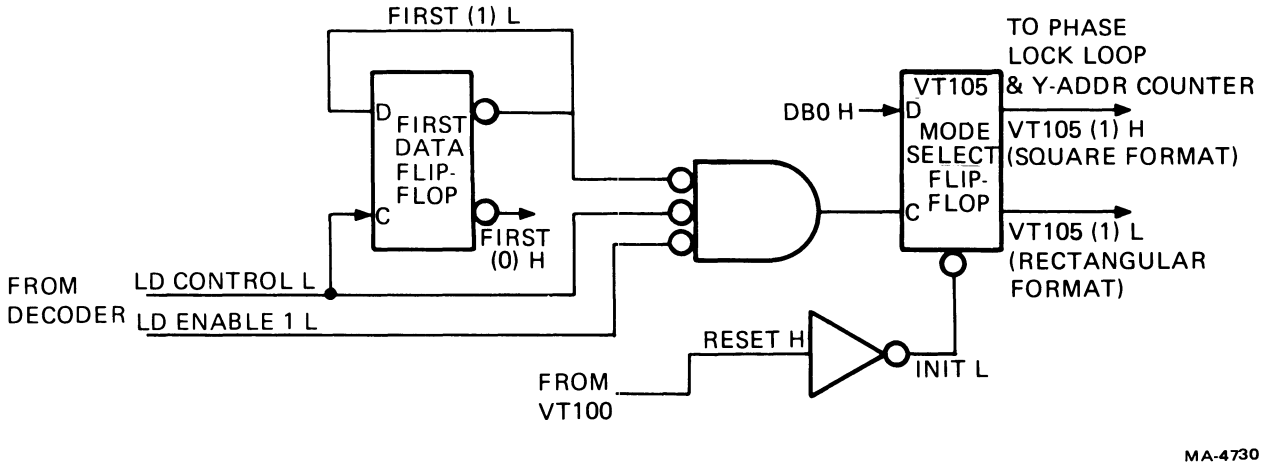

Figure 6-16 Selecting Mode of Operation
6.4.1.5 Decoding Field Selection – Selecting the field is accomplished by data bit 0 (DB 0) in the second data character following a Load Enable Register 1 instruction. The first flip-flop, shown in Figure 6-16, keeps track of the first and second data characters. The second data character enables FIRST (1) L which clocks DB 0 into the VT105 mode select flip-flop. If DB 0 is high, the square field is enabled. If DB 0 is low, the rectangular field is selected.